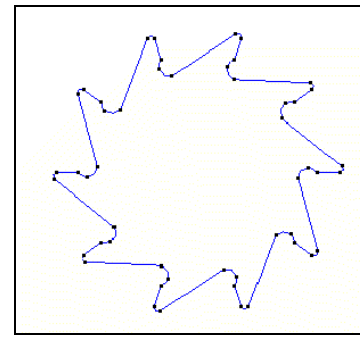

Figure 15. The part resulting from this process
5. Click **Select** and select the profile. Press the **ESC** key or click **Finish** in the **Copy** window in order to conclude the operation. The result is shown in Figure 15.